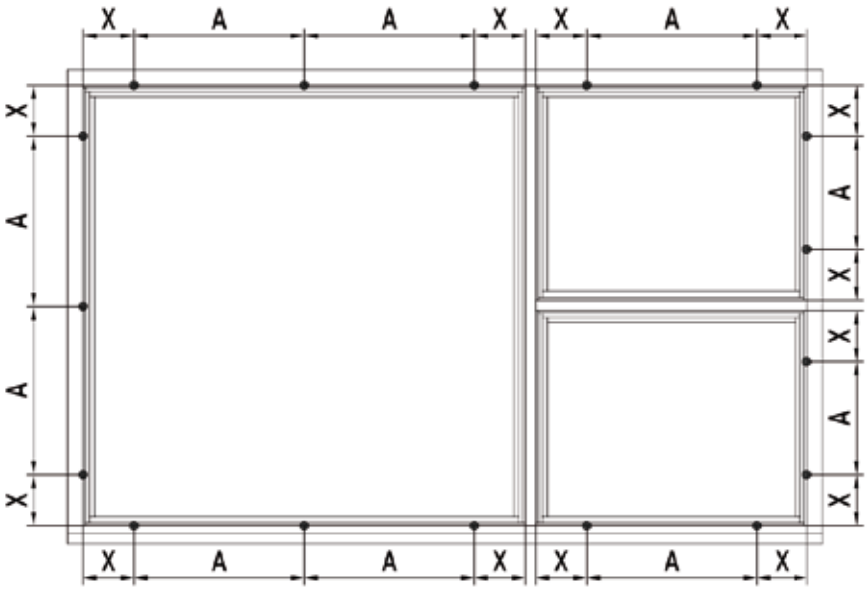
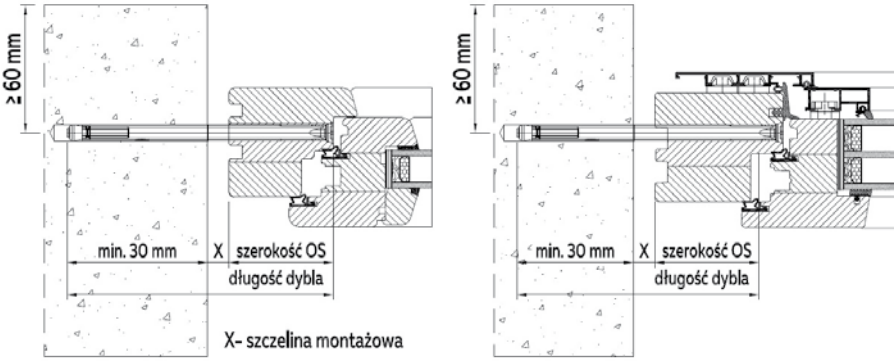
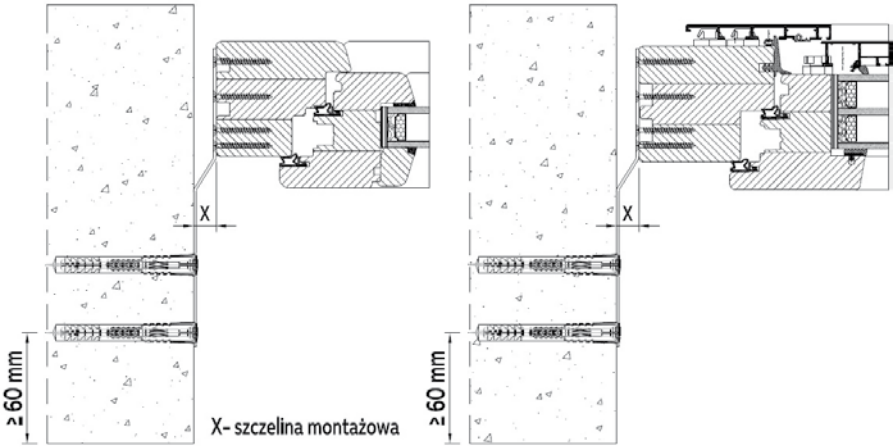

Rys. 1. Rozmieszczenie punktów mocowań
Rys. 2. Montaż bezpośredni - przy użyciu dybla
Rys. 3. Montaż bezpośredni - przy użyciu kotwy
10. Zamocować ościeżnicę przy pomocy dybli (rys. 2 str. 8) lub kotew montażowych (rys. 3 str. 8). W przypadku zastosowania dybli w dolnej części ramy otwory na dyble wypełnić silikonem w celu ich uszczelnienia. Rozmieszczenie mocowań (rys. 1 str. 7).